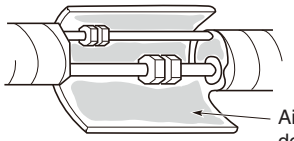
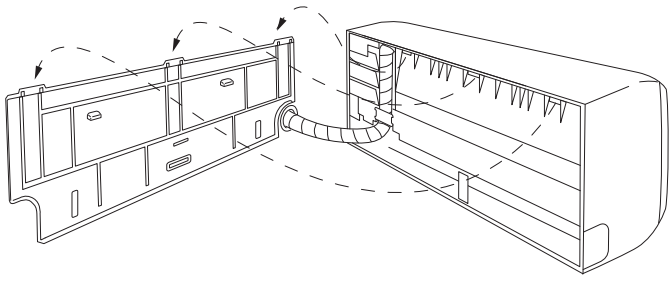

Fig. 3-26
Fig. 3-25
(2) Introduzca el cableado, los tubos de refrigerante y la manguera de drenaje por el orificio de la pared. Ajuste la unidad interior de modo que quede montada de forma segura en el panel posterior. (Fig. 3-25)
(3) Doble con cuidado la tubería (si fuera necesario) para que transcurra por la pared hacia la unidad exterior y, a continuación, coloque cinta aislante en las conexiones. La manguera de drenaje debe descender de forma directa hacia la pared hasta un punto donde el agua no manche la pared.
(4) Conecte el tubo de refrigerante a la unidad exterior. (Tras realizar una prueba de fugas en la parte de conexión, aíslelo con el aislante de tuberías. (Fig. 3-26)).